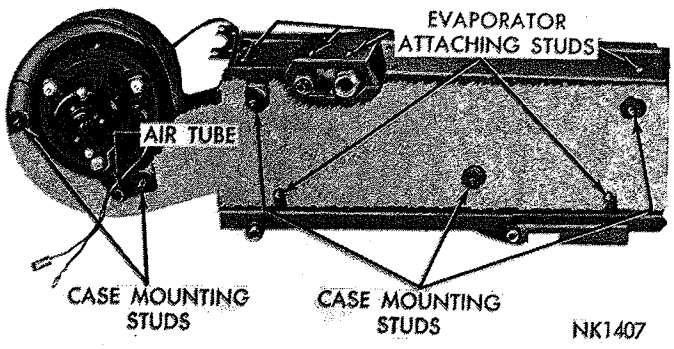

*Fig. 76—Heater and Evaporator Assembly—Rear View*
(1) Disconnect suction line and expansion valve from evaporator. Use two wrenches to loosen each of these connections.
(2) Disconnect blower motor wires and air tube.
(3) Remove the five mounting stud nuts and remove the evaporator assembly with the blower motor as a single unit (Fig. 76).